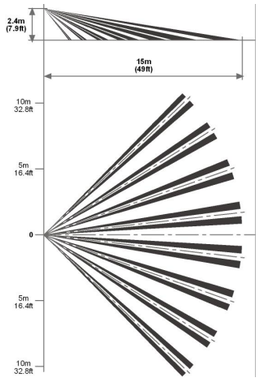

Fig. 4 Lens Pattern I Patrón de la lente I Portée de la lentille I Area di rilevazione I Charakterystyka detekcji
1. Para retirar la tapa frontal (Fig. 4), desatornille el tornillo de retención (Fig. 4 - 11) y levante suavemente la tapa.
2. Para retirar la placa de circuito impreso, desatornille con cuidado el tornillo de retención (Fig. 4 - 9) situado en dicha placa (Fig.4 - 10).
1. Pour retirer le couvercle avant (Fig. 4), dévissez la vis de maintien (Fig.4 - 11) et soulevez doucement le couvercle.
2. Pour retirer la carte de circuits imprimés, dévissez soigneusement la vis de maintien (Fig. 4 - 9) située sur la carte de circuits imprimés (Fig. 4 - 10).
Czujke nalezy zainstalowac w taki sposób, aby jej zasieg dzialania objal chronione pomieszczenie (Rys. 4). Wysokiej jakosci czteroelementowy czujnik QUAD jest bardziej wrazliwy na ruch przecinajacy wiazke, niz na ruch skierowany w strone czujnika.